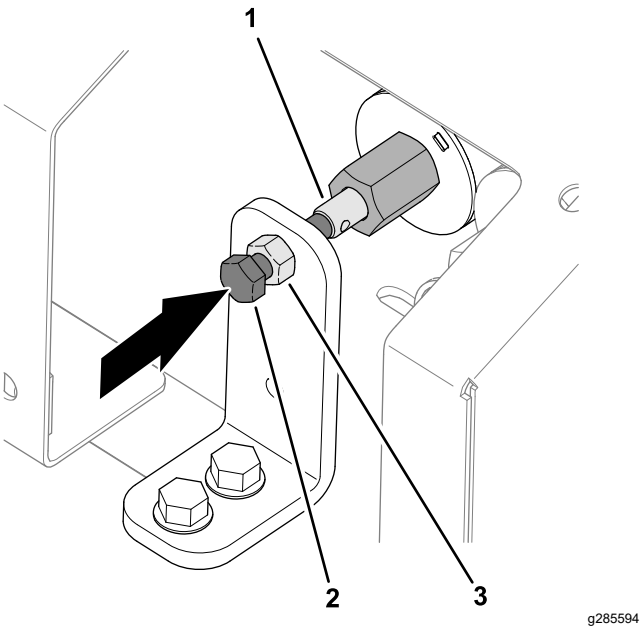

Figur 35
1. Lossa kontramuttern vid det manuella säkerhetsfästet (Figur 35).
2. Vrid sexkantsskruven till säkerhetsventilen medurs för att öka golvhastigheten (Figur 35).